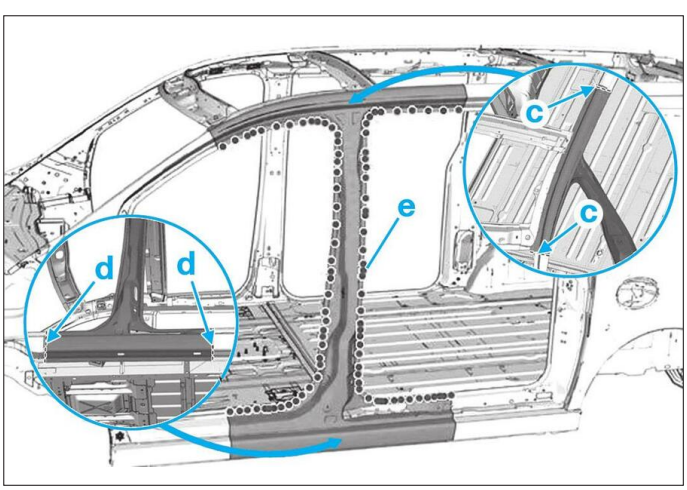

**FIG. 59**
• Souder par points électriques (e) **(Fig.59)**.